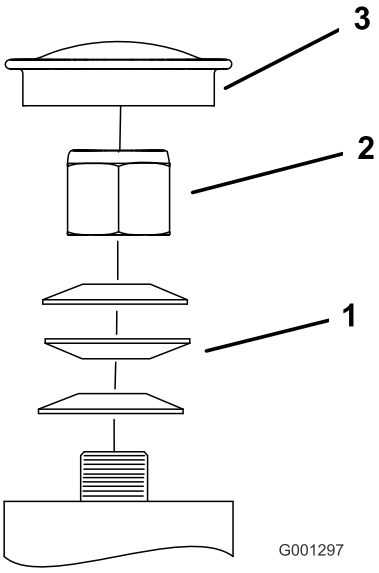

Figur 69
3. Ta av dammkåpan från hjulet och dra åt låsmuttern (Figur 69).
4. Dra åt låsmuttern tills fjäderbrickorna är plana och släpp sedan efter 1/4 varv för att få rätt förbelastning på lagren (Figur 69).
Viktigt: Kontrollera att fjäderbrickorna har monterats korrekt enligt Figur 69.
5. Montera dammkåpan (Figur 69).